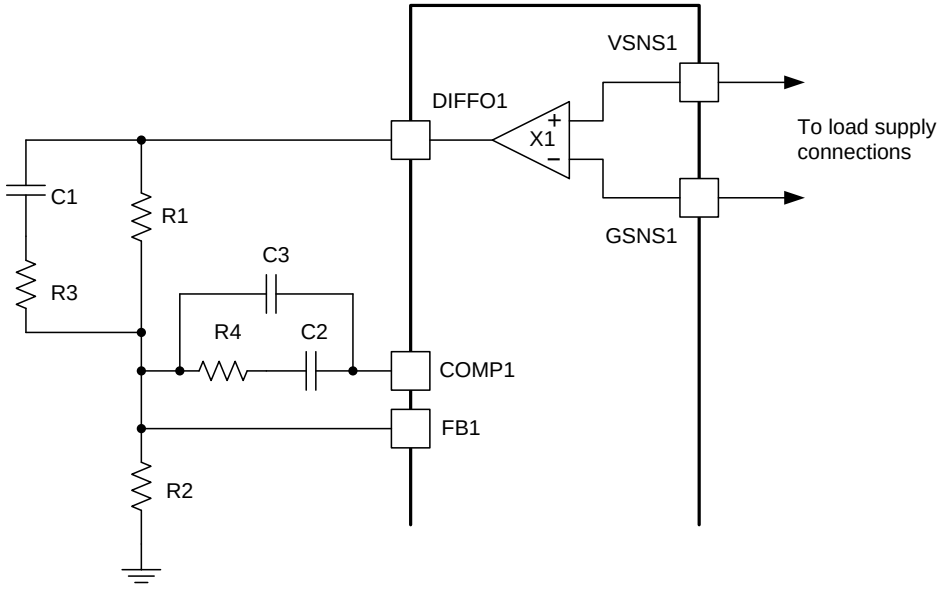

**Figure 11. Setting the Output Voltage**
Setting the output voltage is very similar to that of a traditional analog controller using a voltage divider from the output to the feedback (FB) pin. The output voltage must be divided to the nominal reference voltage of 600 mV. Figure 11 shows the typical connections for the controller. The voltage at the load is sensed using the unity gain differential voltage sense amplifier. This type of sensing provides better load regulation (see electrical specifications for the maximum output voltage of the differential sense amplifier).